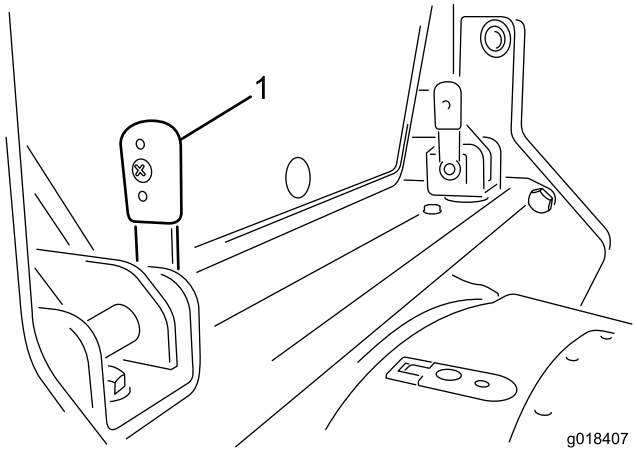

**Figur 12**
1. Drei de to låsespakene som finnes på tverrbjelken bak i førerhuset, slik at de vender oppover (Figur 12).
3. Dra dem gjennom brakettsettene med spakene i vertikal stilling (Figur 12). Det kan være nødvendig å vrikke spakene inn i brakettene for å innrette låsestiftene i sporene.